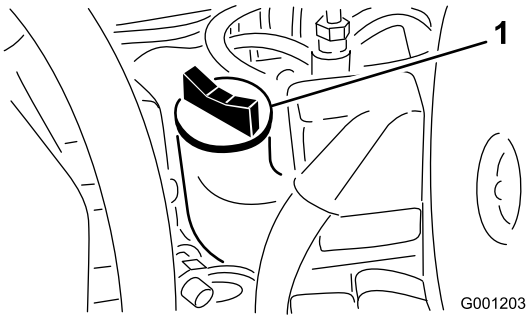

Figuur 46
4. Als het oliepeil op of onder de bijvulmarkering ADD op de peilstok staat, verwijder dan de olievuldop (Figuur 46) en vul dan olie bij om het oliepeil bij de volmarkering FULL op de peilstok te brengen.